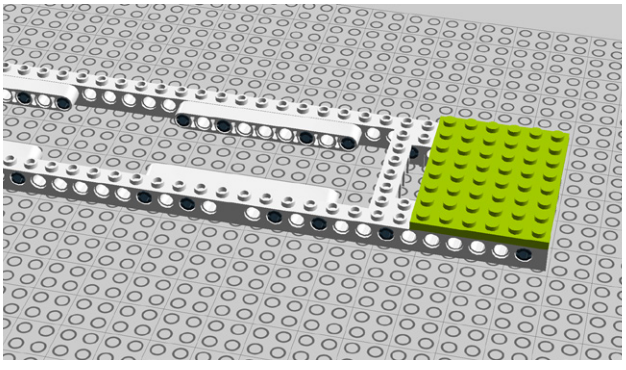

Figure 8-75. *Step 70: Adding a 6x8 plate*
70. Add a 6x8 plate to the end of the neck as seen in Figure 8-75.